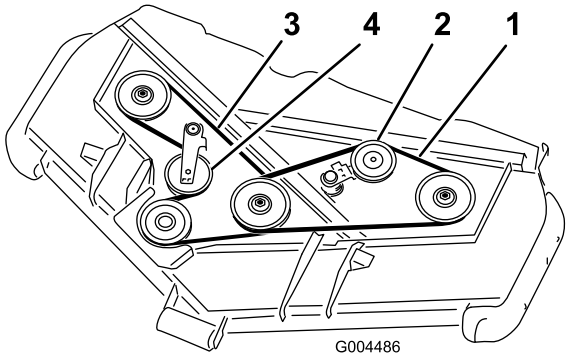

Figuur 58
3. Trek de spanpoelie weg van de bovenste drijfriem (Figuur 58) om deze te ontspannen en laat de drijfriem loskomen van de poelies.Gebruik hiervoor een onderbrekerstang of soortgelijk gereedschap.
4. Leg de nieuwe riem rond de poelie van de tandwielkast, de onderste aspoelies en de spanpoelie, zoals wordt getoond in Figuur 58.
5. Leg de nieuwe riem rond de bovenste aspoelies en de spanpoelie, zoals wordt getoond in Figuur 58.